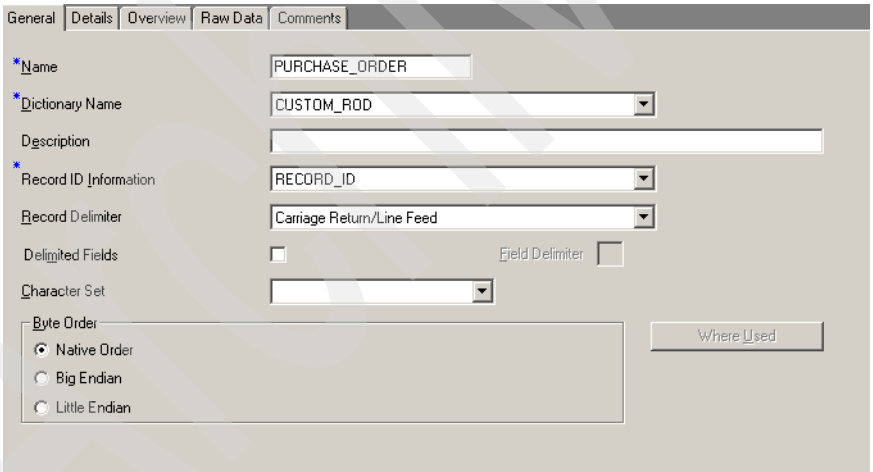

Figure 15-8 General tab of the PURCHASE_ORDER document definition
4. Chose **Carriage Return/Line Feed** from the Record Delimiter menu. The **General** tab should appear as shown in Figure 15-8.